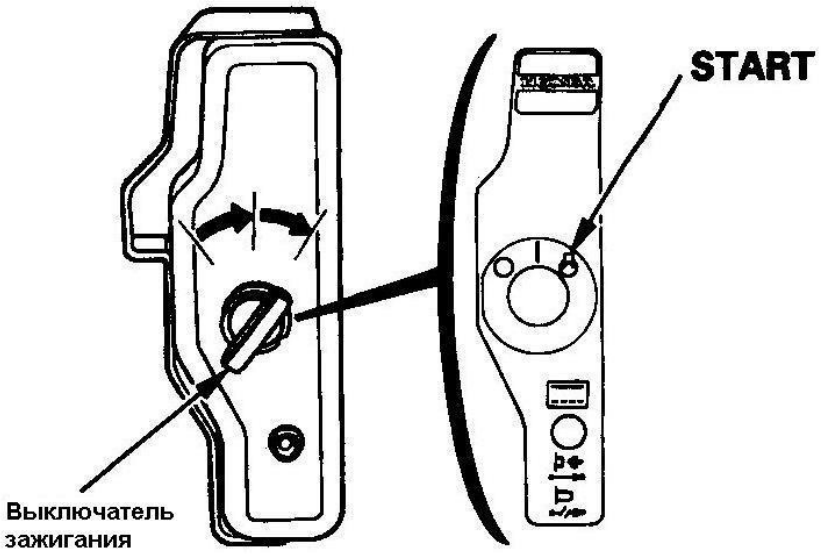

Рисунок 8 – Запуск двигателя электрическим стартером
- поверните выключатель зажигания в положение "START" ("Пуск") и удерживаете до запуска двигателя (рисунок 8);